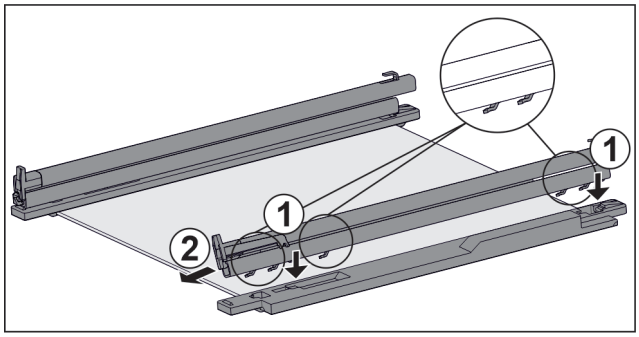

*Fig. 160 Glasplaat met rails en vasthouddelen*
▶ Haken van de rail op de openingen van het **linker** vasthouddeel plaatsen. *Fig. 160 (1)*
▶ Rail naar voren trekken. *Fig. 160 (2)*
▶ Haken van de rail op de openingen van het **rechter** vasthouddeel plaatsen. *Fig. 160 (1)*